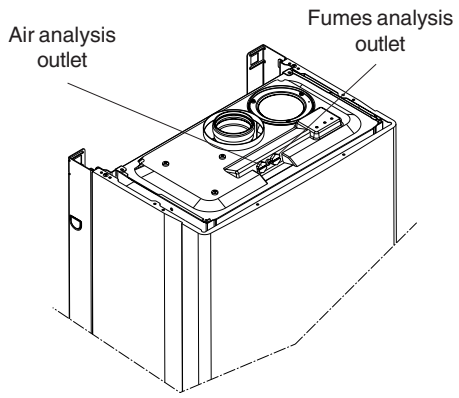

Fig. 37
- Locate and remove the CO test point sealing screw (see fig. 37).